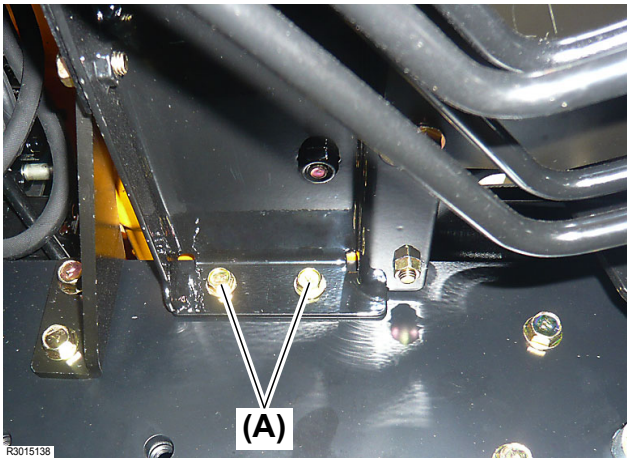

Fig. 5
4. Remove the two (2) M8 × 16 mm (L: 0.64 in.) bolts **(Fig. 5, (A))**.